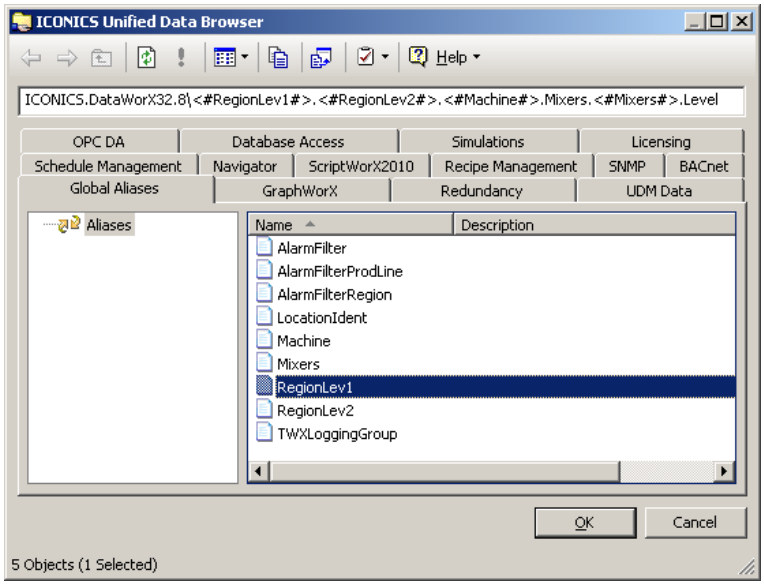

Figure L13.26 - Tag Path in UDB
11. Your tag path should look similar to Figure L13.26. Click on “OK” to return to the Property Inspector.